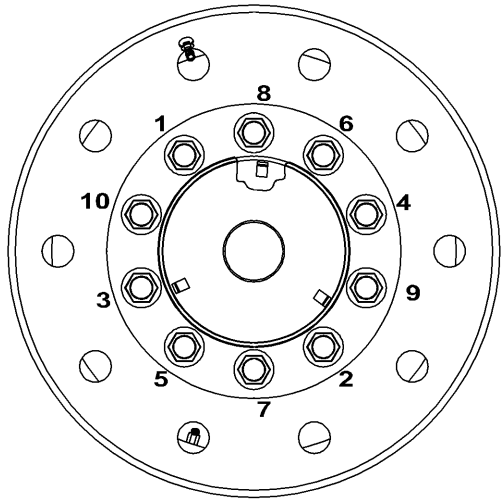

FIGURA 8-14
4. Alinhe o conjunto de rodas de alumínio externas, de forma que a extensão da válvula do pneu interno possa passar pelo furo destinado a ela. (Na Figura 8-14, o furo em questão está entre os prisioneiros identificados como "5" e "7". Coloque o conjunto de rodas externas nos prisioneiros de montagem. Tome cuidado para não danificar os prisioneiros.
8. Aperte as porcas parafuso na sequência mostrada com torque preliminar de 68 Nm (50 lb-pé) (consulte a Figura 8-14).
9. Continue a apertar as porcas parafuso na sequência mostrada, até que todas as 10 estejam apertadas com torque de 610 a 678 Nm (450 a 500 lb-pé) (consulte a Figura 8-14).